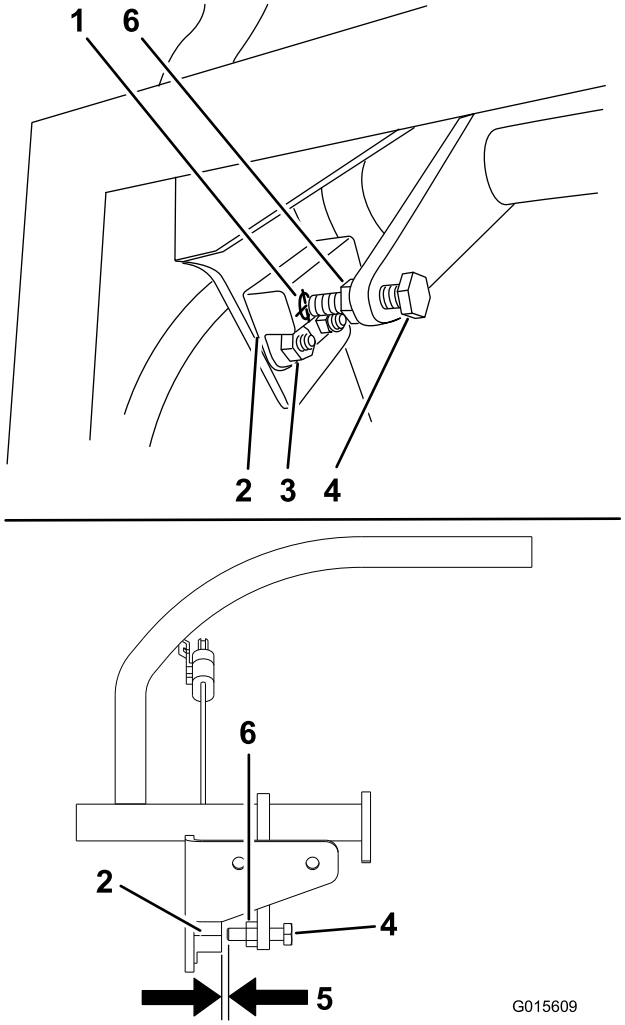

Figur 57
1. Påse at bolten som er festet til bevegelseskontrollspaken samsvarer med nærbryteren (Figur 57).
2. Hvis nødvendig, kan du løsne boltene og justere nærbryteren til målet samsvarer med bolten som er festet til bevegelseskontrollspaken (Figur 57).
3. Kontroller avstanden mellom bolten og nærbryteren. Den må være mellom 0,51 til 1,02 mm, som vist i (Figur 57).
5. Stram låsemutteren etter å ha justert bolten (Figur 57).